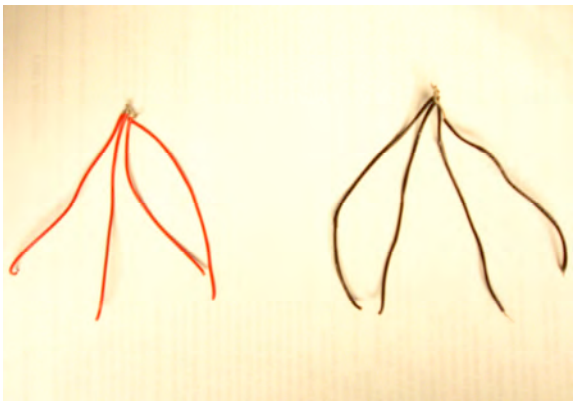

**Figure 34:** Spliced wire bundles
4. Take one end of each of the four red wires and twist them all together, as shown in Figure 34 below.